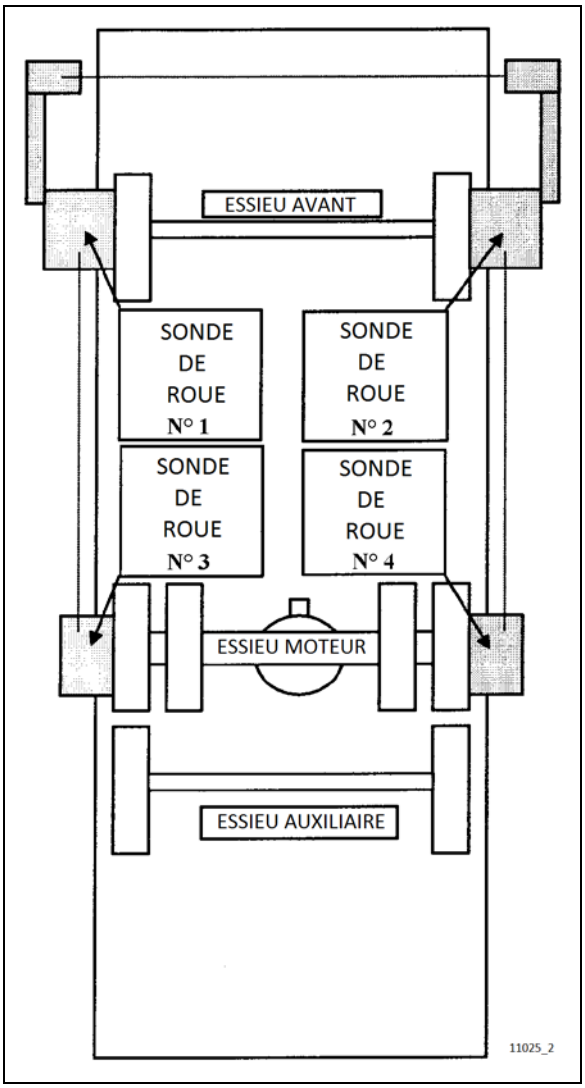

FIGURE 7: ALIGNEMENT D'ESSIEU MOTEUR ET AVANT
3. Poser des capteurs de monture de roue sur les essieux avant et moteur (Figure 7).
Se reporter aux numéros de référence sur les capteurs de monture de roue (Figure 7).
Lorsque le système est installé pour l'alignement d'essieu avant (Figure 7), régler l'essieu moteur conformément au tableau de spécifications qui suit. Utiliser des systèmes de géométrie de roue statiques qui fonctionnent avec des mesures angulaires uniquement, tels que les systèmes Josam ou Hunter. Les spécifications de géométrie statique sont mentionnées dans les tableaux suivants :